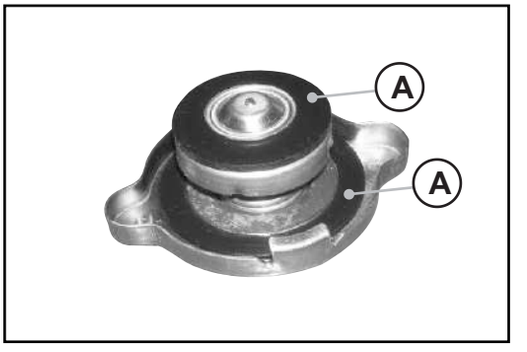

Рис. 5.6e
5.6.5 Крышка радиатора (Рис. 5.6e)